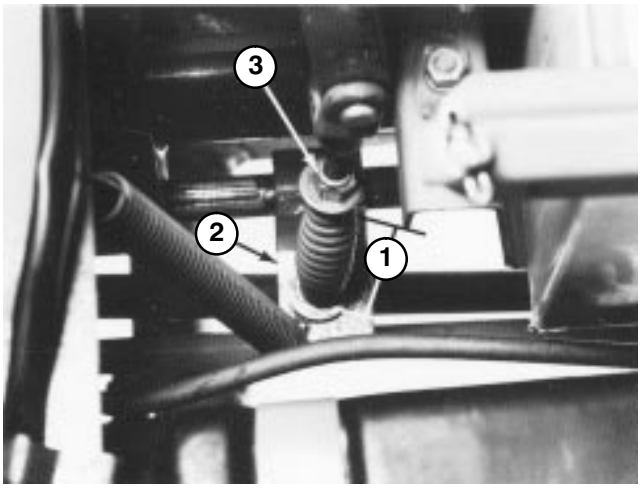

Figure 44
3. Measure length of PTO spring between flat−washers (Fig. 44). There should be a spring length of 3-3/16 inches (81 mm).
4. To adjust, hold head of adjusting screw with wrench (under PTO actuating arm) and turn locknut (Fig. 44).